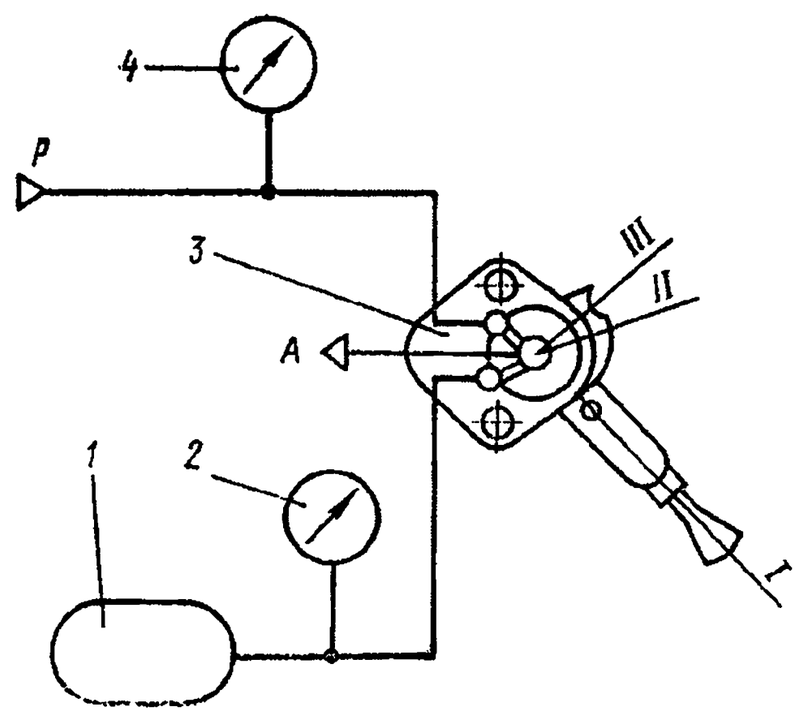

Рис. 312. Схема подключения крана управления стояночной тормозной системой:
3. Проверьте, легко ли возвращается рычаг крана при повороте его на 45 и 70° от положения *I* (рис. 312).
1. Подключите кран по схеме, изображенной на рис. 312.